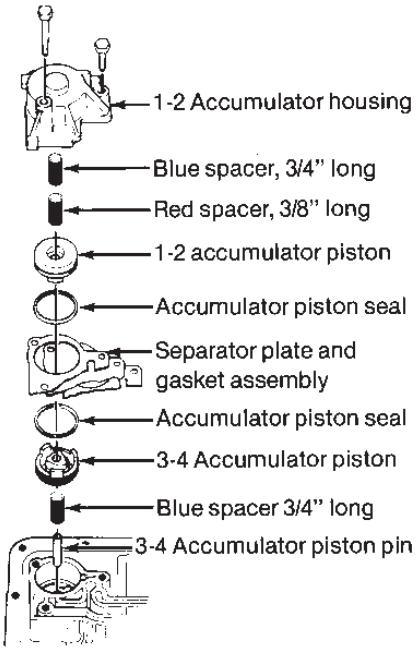

Figure 11
STEP 14. Street Only; Place the 3-4 accumulator pin in the case **(See Fig. 11)**. Place the **BLUE** (3/4") spacer and accumulator piston over the pin, using a dab of grease or petroleum jelly to hold them in place.